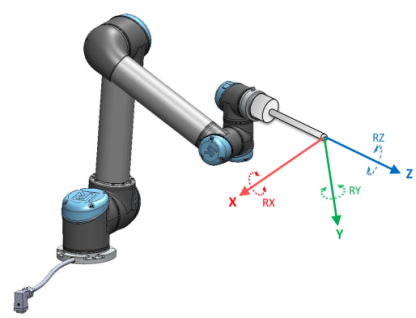

Figure 16.2: Tool (TCP) feature
- The Tool feature is located with origin in the centre of the current TCP `(see figure 16.2)`